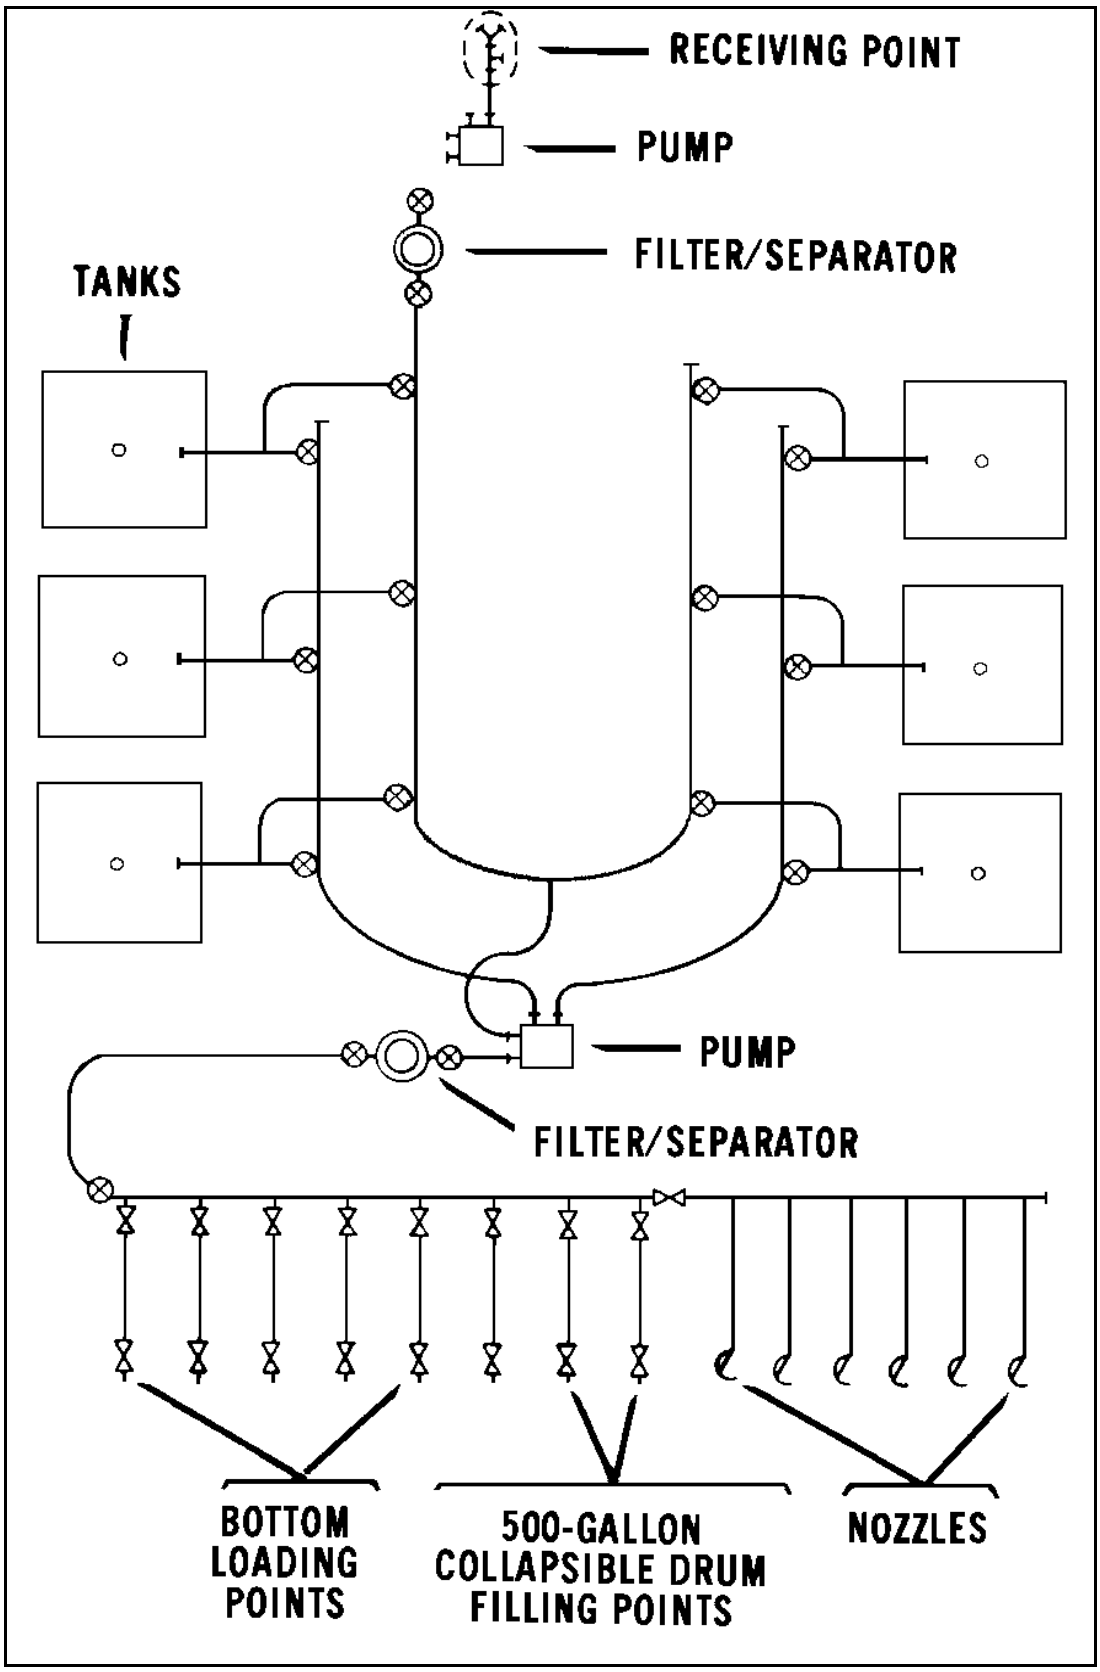

Figure 28-3. Consolidating or cirulating product in the FSSP
- Open the discharge valve on the pump, and increase the pump speed to the operating level. Continue pumping this way until you have finished the transfer. Figure 28-3, page 28-11, shows the product moving through the FSSP.